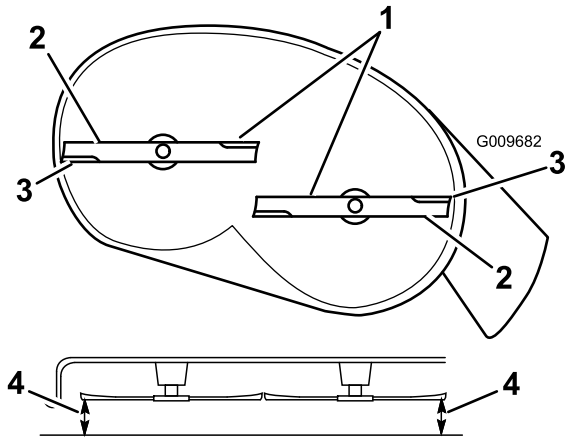
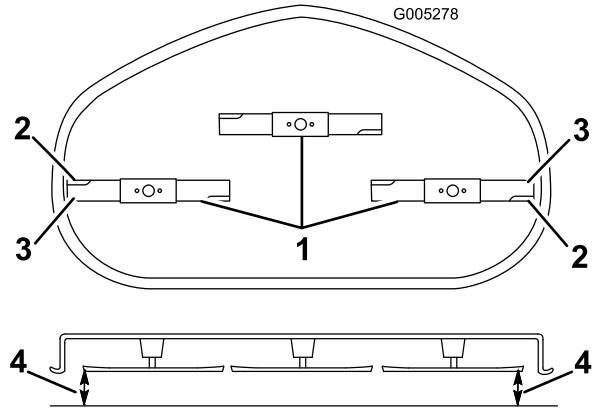

Figura 50
Figura 51
4. Girate con cautela le lame in modo che siano disposte tutte lateralmente (Figura 50 e Figura 51).
5. Misurate la distanza tra i taglienti esterni e la superficie piatta (Figura 50 e Figura 51). Se entrambe le misure non rientrano nella tolleranza di 5 mm è necessario regolare; proseguite l'operazione.